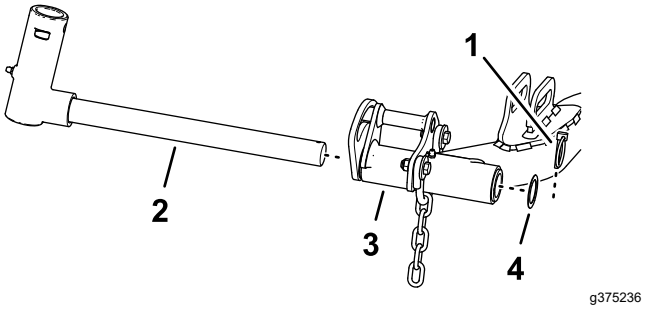

Figuur 26
1. Verwijder de lynchpen en de ring waarmee de scharnieras van de hefarm is bevestigd aan de hefarm, en schuif de scharnieras uit de hefarm (Figuur 26).